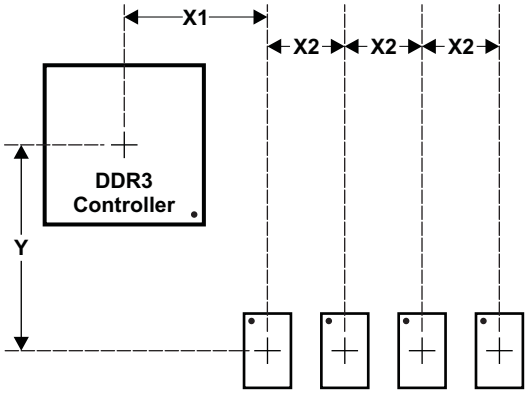
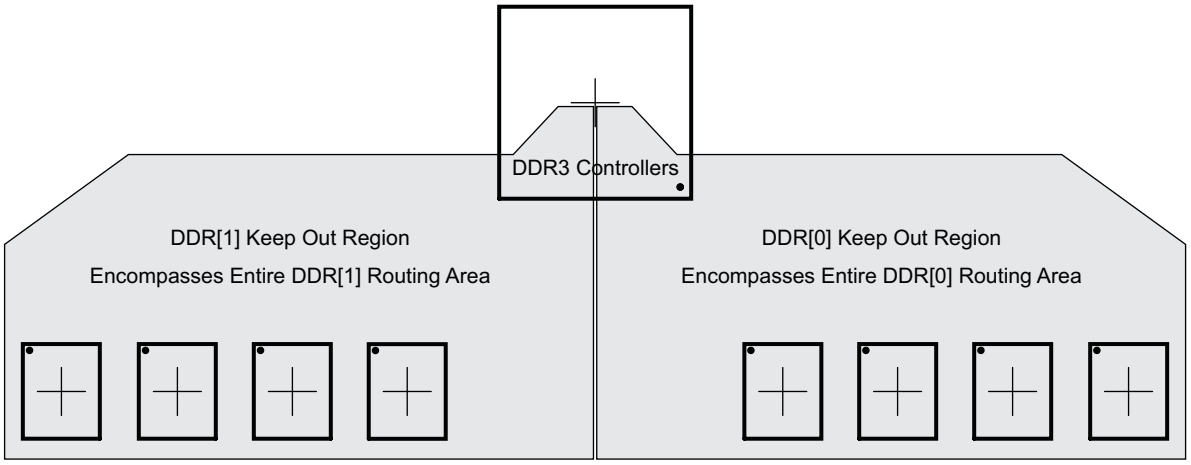

Figure 9-15. Placement Specifications
Figure 9-16. DDR3 Keepout Region
Figure 9-15 shows the required placement for the processor as well as the DDR3 devices. The dimensions for this figure are defined in Table 9-19. The placement does not restrict the side of the PCB on which the devices are mounted. The ultimate purpose of the placement is to limit the maximum trace lengths and allow for proper routing space. For a 16-bit DDR memory system, the high-word DDR3 devices are omitted from the placement.
(1) For dimension definitions, see Figure 9-15.
(2) Measurements from center of processor to center of DDR3 device.
(3) Minimizing X1 and Y improves timing margins.
(4) w is defined as the signal trace width.
(5) Non-DDR3 signals allowed within DDR3 keepout region provided they are separated from DDR3 routing layers by a ground plane.
(6) Note that DDR3 signals from one DDR3 controller are considered *non-DDR3* to the other controller. In other words, keep the two DDR3 interfaces separated by this specification.
The region of the PCB used for DDR3 circuitry must be isolated from other signals. The DDR3 keepout region is defined for this purpose and is shown in Figure 9-16. The size of this region varies with the placement and DDR routing. Additional clearances required for the keepout region are shown in Table 9-19. Non-DDR3 signals should not be routed on the DDR signal layers within the DDR3 keepout region. Non-DDR3 signals may be routed in the region, provided they are routed on layers separated from the DDR signal layers by a ground layer. No breaks should be allowed in the reference ground layers in this region. In addition, the 1.5-V DDR3 power plane should cover the entire keepout region. Also note that the two DDR3 controller's signals should be separated from each other by the specification in Table 9-19, item 5.